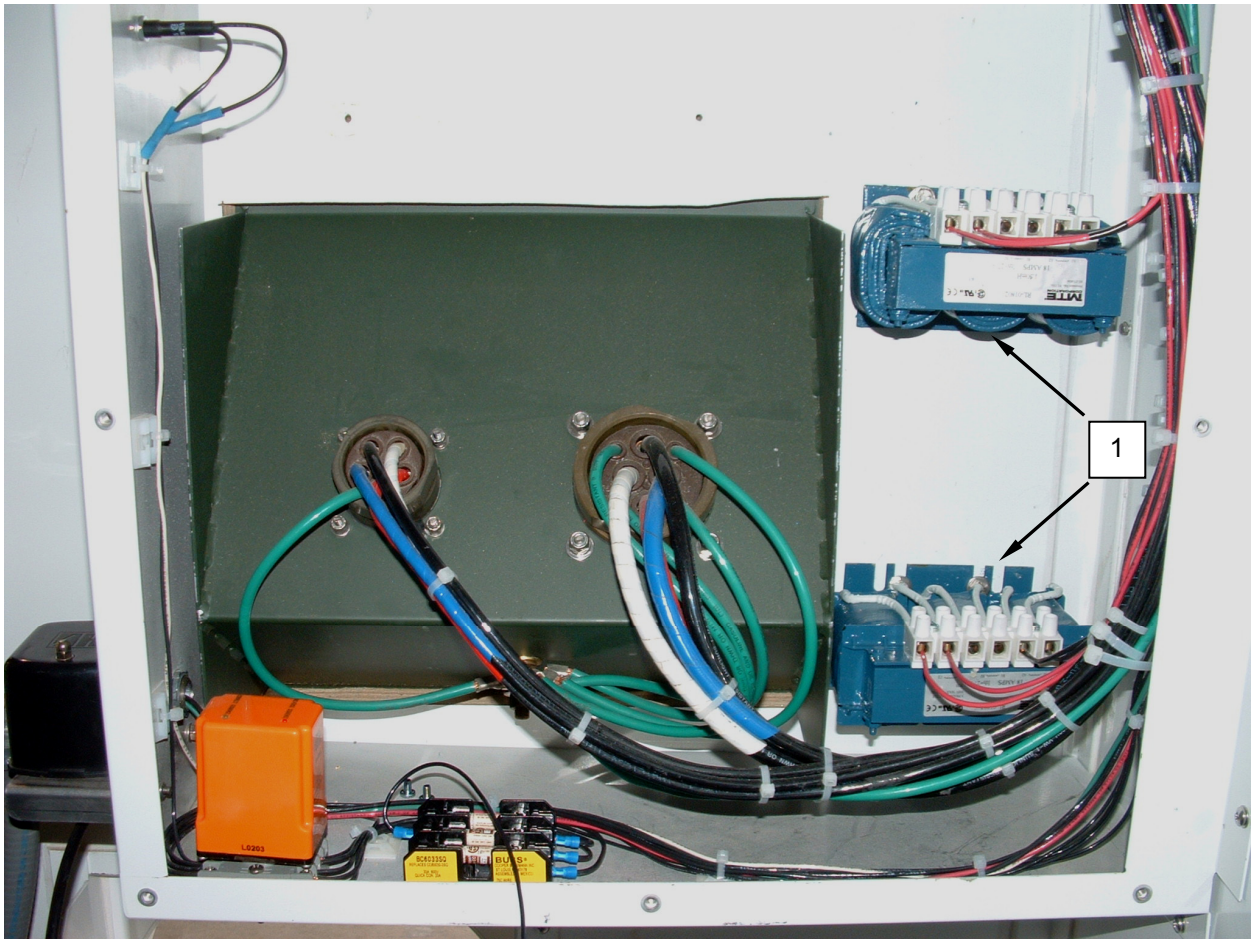

Figure 3. Replace the Line Reactors.
3. Tag and disconnect wiring from the line reactor **(Figure 3, Item 1)**.
4. Remove screws and washers retaining the line reactor **(Figure 3, Item 1)** and remove the line reactor.
5. Install the replacement line reactor **(Figure 3, Item 1)** and retain with screws and washers.
6. Connect wiring to the replacement line reactor **(Figure 3, Item 1)** as tagged.